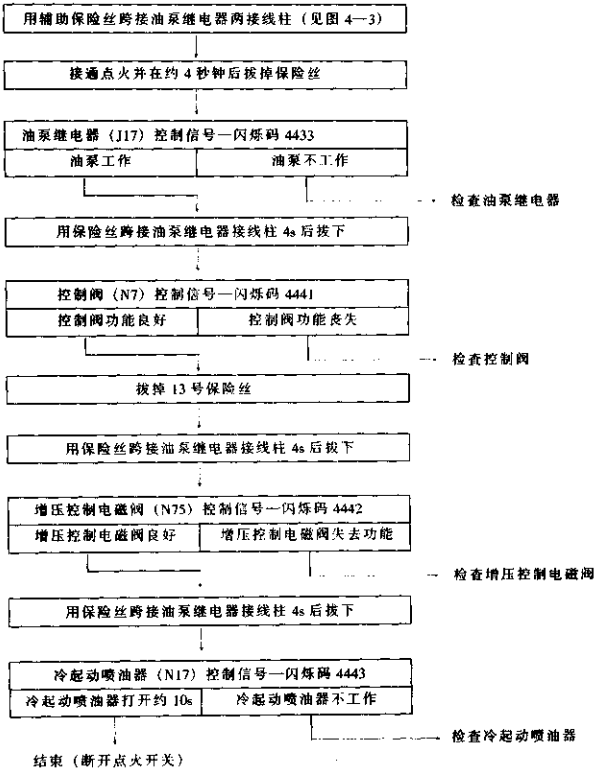

图 4—8
①按图 4—10 所示，拔下控制阀（N7）的导线连接器，然后在导线连接器针脚上接